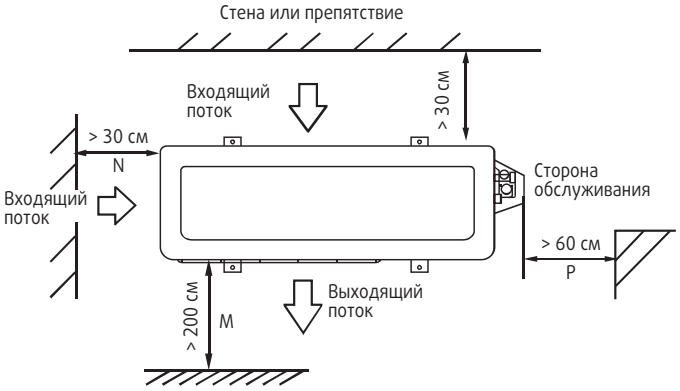

Рис. 6-5
- Минимально допустимые расстояния, указанные на монтажной схеме могут быть неприменимы в ситуации закрытого пространства. Необходимо, чтобы 2 из 3 сторон наружного блока были свободны от каких-либо преград или конструкций. (Рис. 6-5)